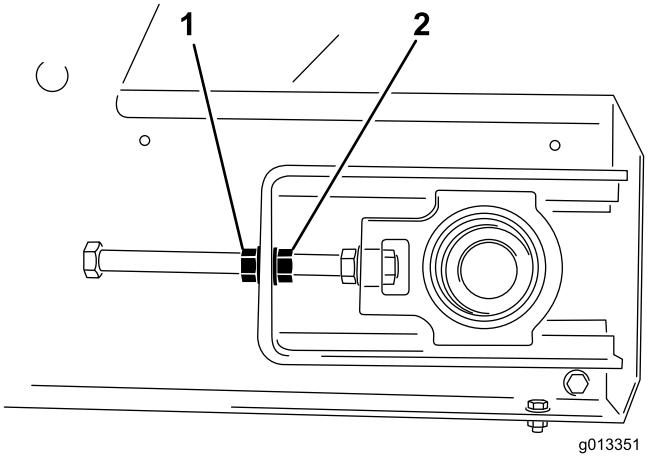

Figur 49
4. Ta hjälp av två skruvnycklar för att hålla fast spännstångens ände och därefter lossa låsmuttern, dvs. muttern närmast stångänden (Figur 49).
3. Gå till den sida som bandet drar emot, håll fast spännstångens ände, lossa låsmuttern och dra åt justermuttern ca två flata ytterkanter av muttern (Figur 49).